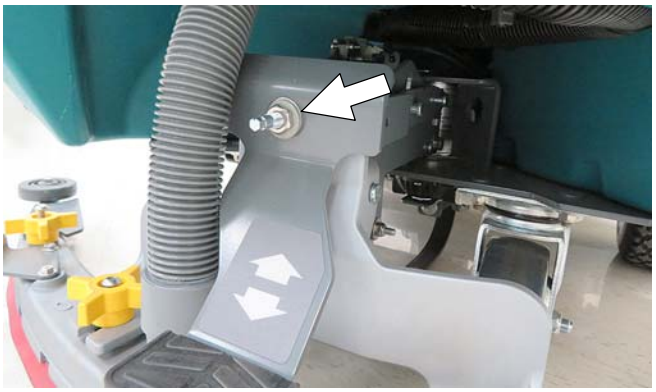

FIG. 11
7. To readjust blade pitch, loosen locking nut on adjustment shaft and rotate shaft counterclockwise to raise squeegee tips or clockwise to lower squeegee tips (Figure 11). 7mm and 17mm wrench required.